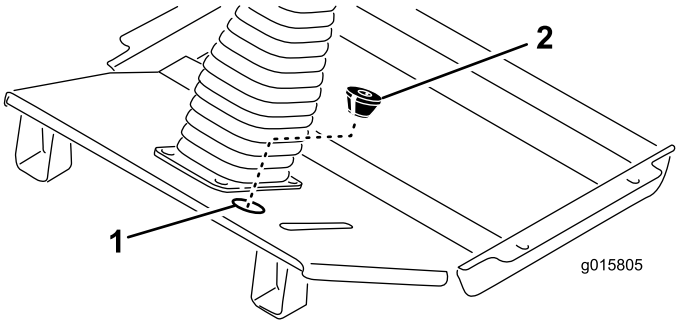

Figuur 10
- Steek het uiteinde van de kabelboom met de (5) connectors door het gat in de vloerplaat (Figuur 10).
- Snij een gleuf in de bijgeleverde pakkingring en snij de onderste opening uit (Figuur 10). Breng de pakkingring met het kegelvormige uiteinde naar beneden rond de kabelboom en steek de pakkingring in het gat in de vloerplaat.